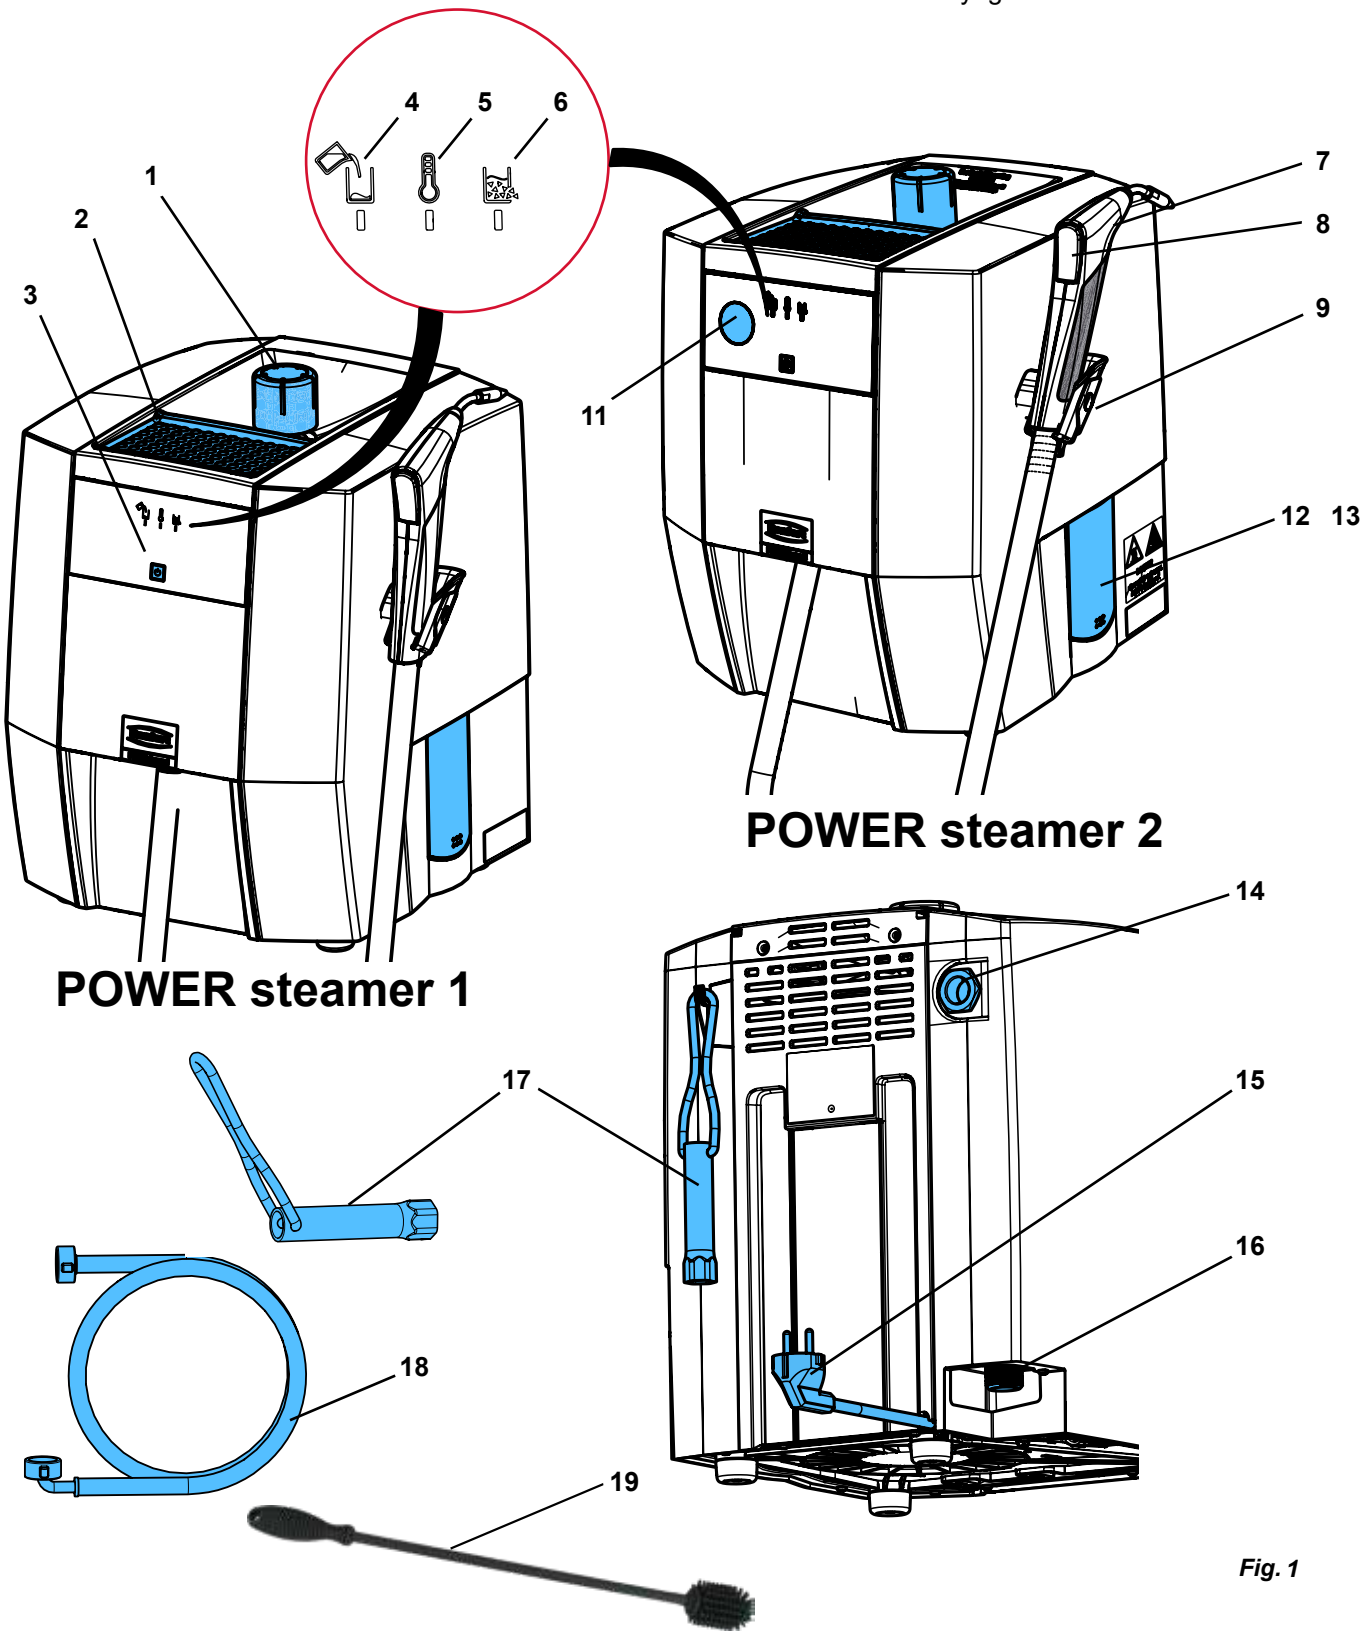

Fig. 1
- ► **Placer l'appareil de sorte à éviter tout danger au niveau de l'évacuation de la vapeur par la vanne de surpression (14, fig. 1).**
Des modèles en plâtre ou de revêtement peuvent être déposés pour séchage sur l'emplacement (2, Fig. 1).
⇒ Visser le bouchon de réservoir (1, Fig. 1).
⚠ **Placer l'appareil de sorte à éviter tout phénomène dangereux en cas de sortie de vapeur par la vanne de surpression (14, Fig. 1) (ne pas placer l'appareil devant une prise de courant par ex.).**
⚠ **La vanne de surpression de l'évacuation de la vapeur (14, fig. 1) ne doit pas être obturée ou bloquée d'une manière ou d'une autre.**
Risque dû à la vapeur d'eau sous pression ! Avant d'ouvrir le bouchon de l'ouverture de révision, veiller à ce que le réservoir sous pression soit complètement dépressurisé. Ouvrir et retirer le bouchon de réservoir (1, Fig. 1).
⇒ Placer l'appareil de sorte que l'eau puisse s'écouler de l'ouverture de révision (12/13, Fig. 1) dans une cuve.